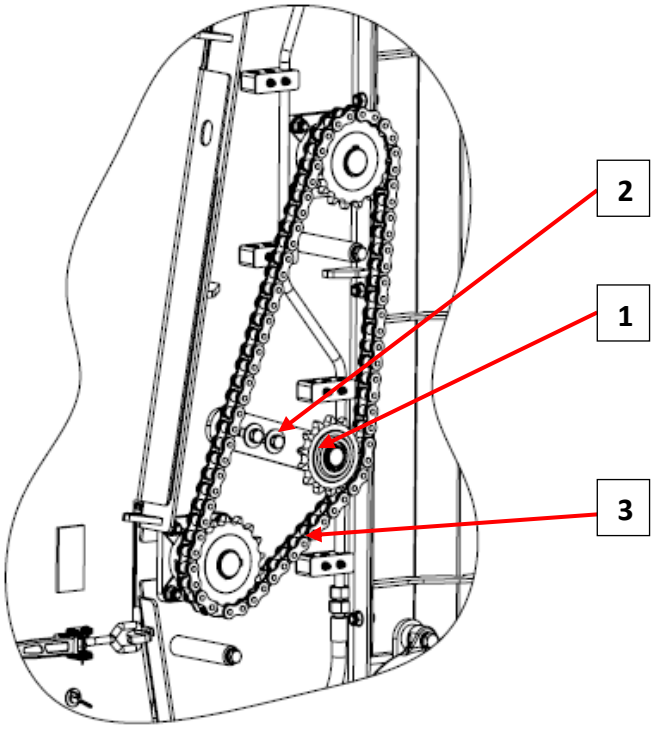
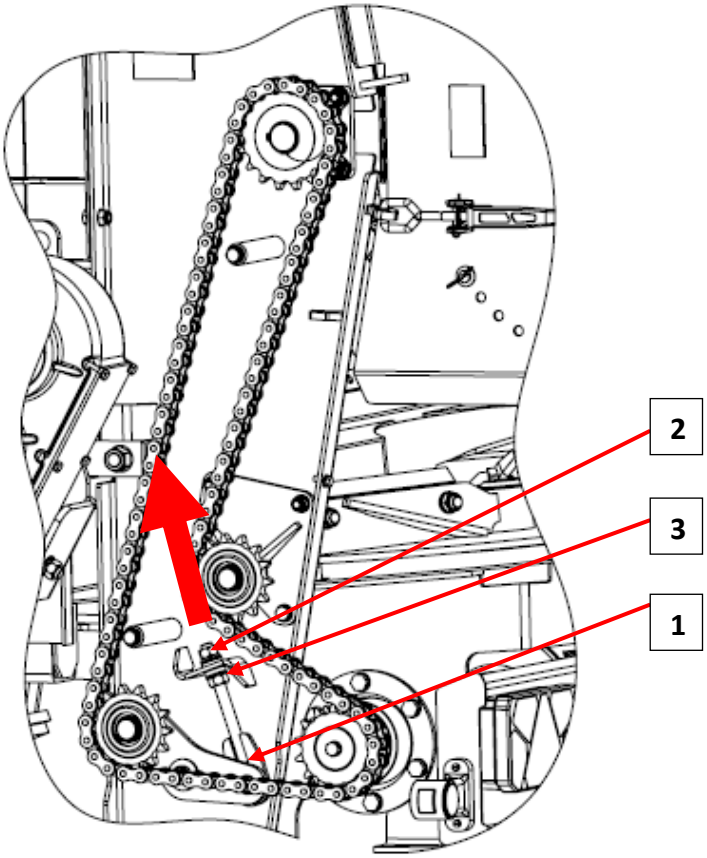

Rysunek 6.9. napinanie prawego łańcucha
Rysunek 6.10. napinanie lewego łańcucha
Do regulacji napięcia łańcucha napędowego przenośnika podłogowego oraz adaptera służy napinacz (poz. 1, rys. 6.9 i rys. 6.10). W celu kontroli stanu napięcia należy zdemontować osłony boczne poprzez odkręcenie śrub. Luz pracującej części łańcucha w połowie jego długości powinien wynosić 5-15mm. W przypadku stwierdzenia luzu większego niż wspomniane wartości należy:
- Napinacz po prawej stronie rozrzutnika (rys. 6.9)
- Zluzować śruby ustalające (poz. 2, rys. 6.9).
- Przesunąć napinacz (poz. 1, rys. 6.9) w kierunku łańcucha (poz. 3, rys. 6.9) do uzyskania właściwego luzu i ponownie dokręcić śruby.
- Napinacz po prawej stronie rozrzutnika (rys. 6.10)
- Zluzować nakrętkę kontrującą (poz. 3, rys. 6.10).
- Dokręcając nakrętkę (poz. 2 rys. 6.10) naciągać napinacz (kierunek ruchu pręta gwintowanego przy naciąganiu zaznaczono na rys. 6.10) do uzyskania właściwego luzu i ponownie dokręcić nakrętkę kontrującą.